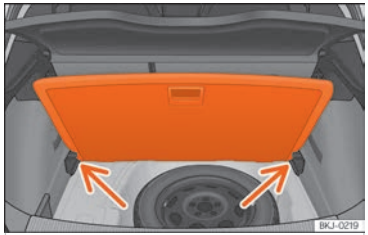

Fig. 142 Terra variable del maleter: posició inclinada.
- Recolzeu el terra sobre els espais previstos per a aquest ús ››› fig. 142 (fletxes).